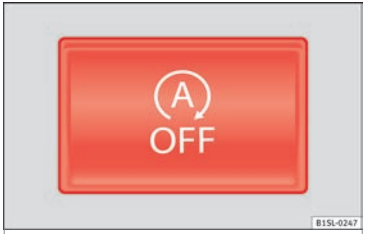

Fig. 155 At the top of the centre console: Start-Stop system button
- Press the button A OFF situated in the centre console ››› Fig. 155.